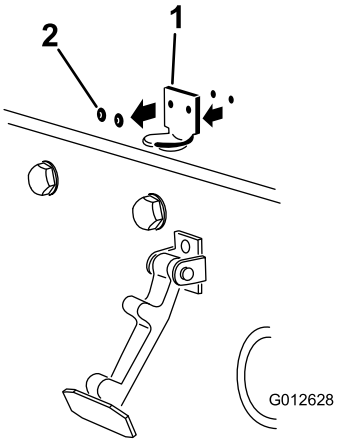

**Figur 7**
2. Fjern de to naglene som fester panserlåsbraketten til panseret (Figur 7). Fjern de to panserlåsbrakettene fra panseret.